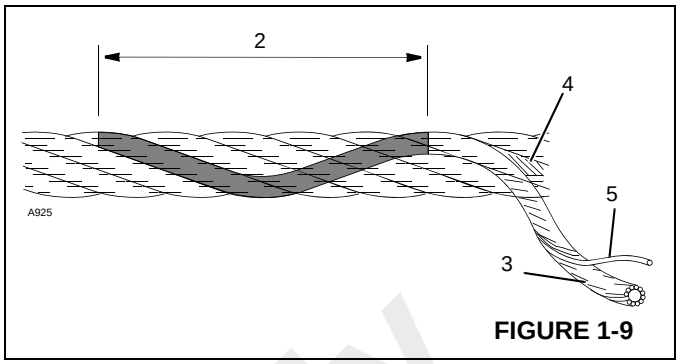

FIGURE 1-9
13. When checking for broken wires (5) Figure 1-9 relax the rope, move it off "pick-up points", and flex it as much as possible. Defect in the rope is in relation to "Lay Length" (2) which is the distance measured along rope in which one strand (3) makes one complete revolution around the core (4).